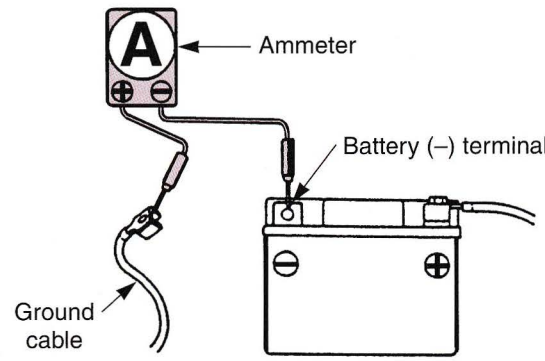

Figure 8-35. Ammeter connection for a parasitic leak test. (Honda Motor Co., Ltd.)
3. Connect the ammeter between the negative terminal and the ground cable, **Figure 8-35.**